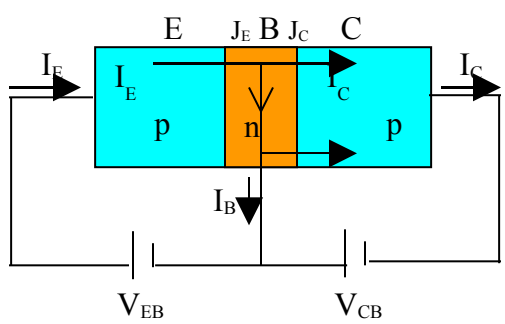

Fig 3.6 Transistor in active region
- Consider a pnp transistor operated in active region as shown in Figure 3.6